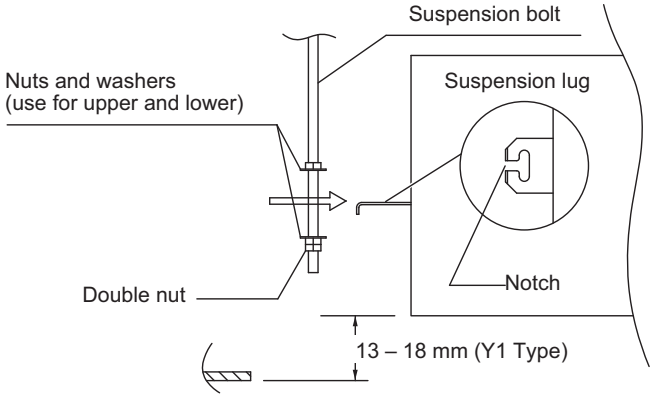

Fig. 2-57
(3) Thread the 3 hexagonal nuts and 2 washers (field supply) onto each of the 4 suspension bolts (Fig. 2-57).